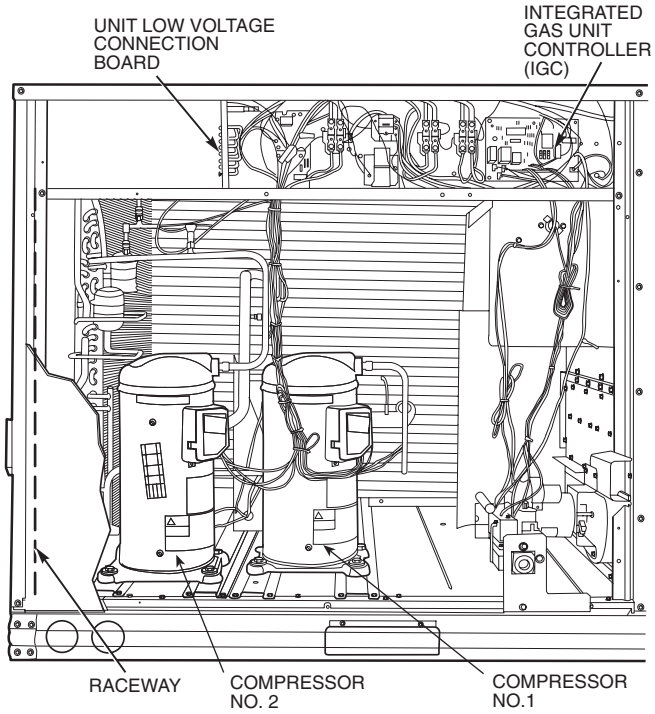

**Fig. 11 — Field Control Wiring Raceway and Compressor Location**
3. Feed wires through the raceway built into the corner post to the 24-v barrier located on the left side of the control box. See Fig. 11. The raceway provides the UL-required (Underwriters' Laboratories) clearance between high- and low-voltage wiring.